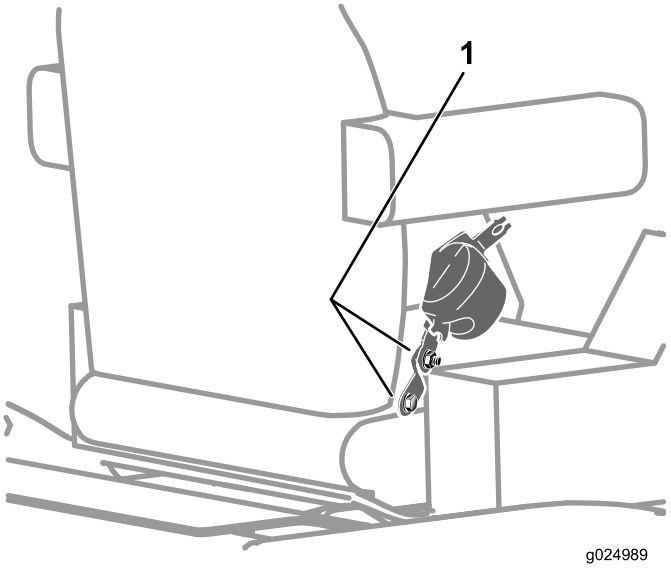

Figura 113
2. Compruebe que los pernos y las tuercas que sujetan el retractor y la hebilla del cinturón de seguridad al asiento están apretados a 47–61 N·m; consulte la Figura 113.